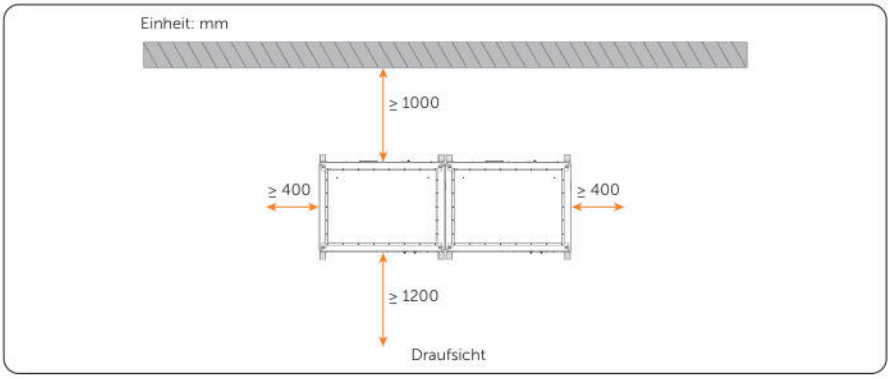

Abbildung 4-7 Zwei und mehr Schranke
- Mehrere Schränke (siehe Abbildung 4-7 und Abbildung 4-8)